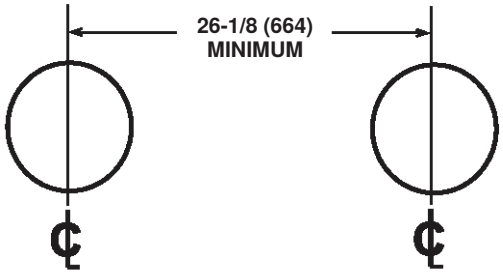

Figure 18. Espacement des trous pour deux fours ou plus
c. Si plus d'une section d'appareil de chauffage est installée, il est nécessaire d'espacer les lignes médianes de chacun des conduits terminaux de 26-1/8 pouces (664 mm). Préparez une ouverture par appareil de chauffage et respectez l'espacement illustré (voir **Figure 18**).